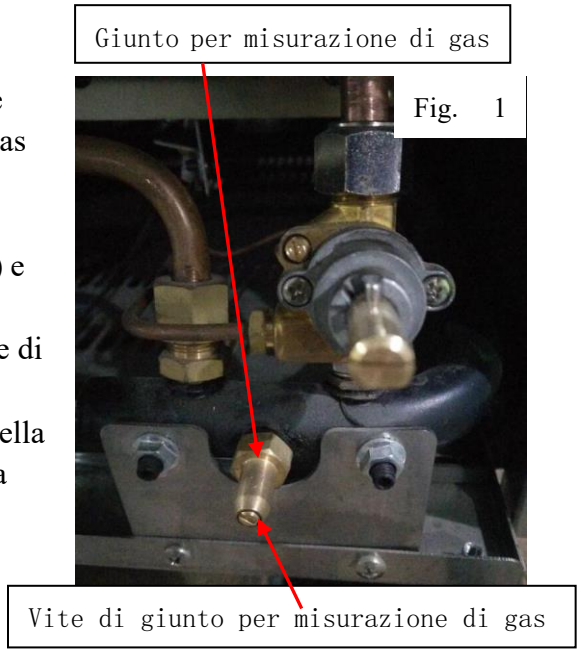

Fig. 1
- Rimuovere il pannello e la vite di giunto(Fig.1) e collegare il manometro al giunto ;